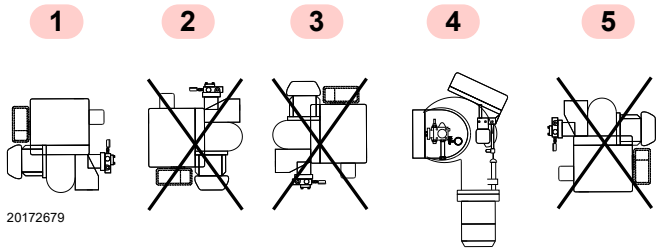

Abb. 10
- ➤ Der Brenner ist ausschließlich für einen Betrieb in den Positionen **1** und **4** (Abb. 10) bestimmt.